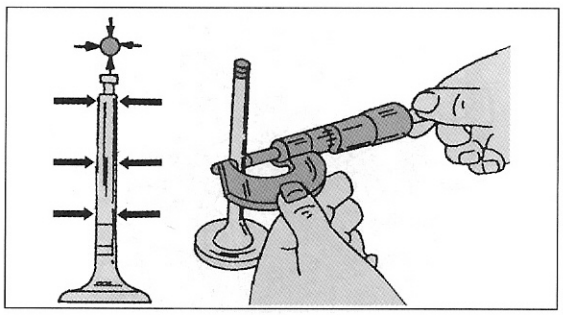
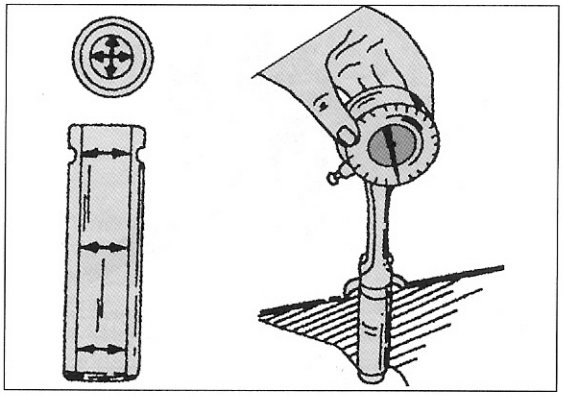

Bild 74
Bild 75
- Die Ventilschäfte, und in diesem Zusammenhang die Innendurchmesser der Ventilführungen, kontrollieren, wozu jedoch ein Innen- und ein Außenmikrometer erforderlich sind. Dazu die Ventilschäfte in der in Bild 74 gezeigten Weise an verschiedenen Stellen ausmessen und die Werte aufschreiben. Den Innendurchmesser der dazugehörigen Ventilführung jetzt wie in Bild 75 gezeigt ausmessen. Falls Verschleiß stattgefunden hat, d. h. der Unterschied beträgt mehr als 0,10 mm, müssen die Ventilführungen erneuert werden (siehe unter „Ventilführungen").